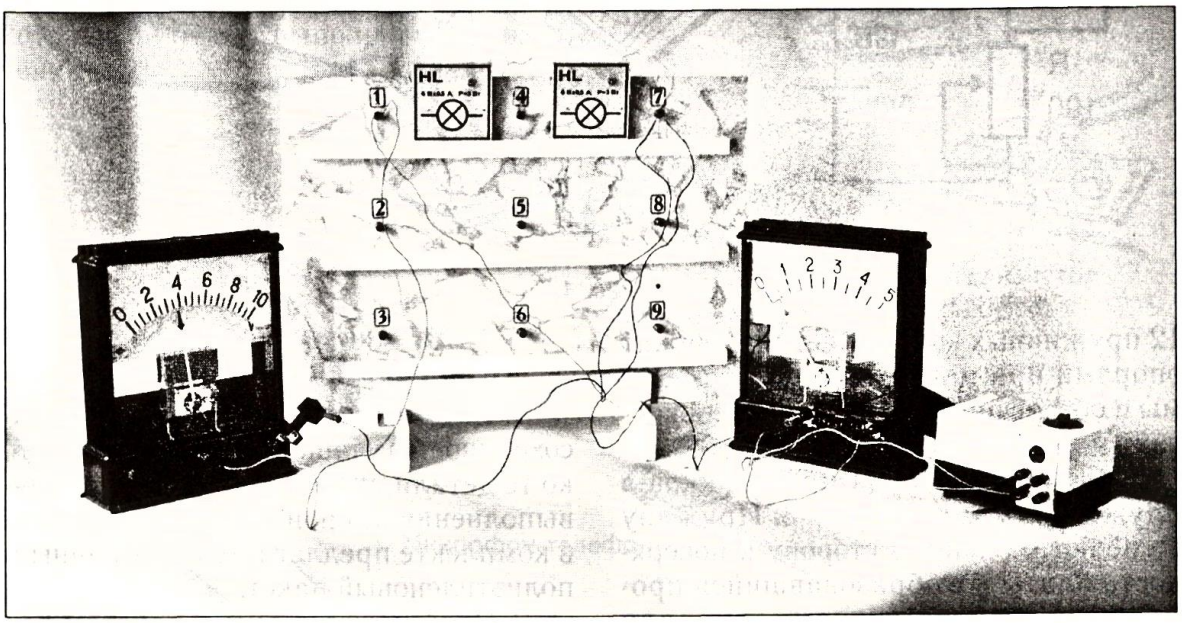

Рис. 6.
5. Предлагаем для использования учителем демонстрационный комплект по электродинамике, выпускаемый ученической фирмой «Импульс» и позволяющий поставить более 100 опытов. Пример использования комплекта показан на рис. 6.